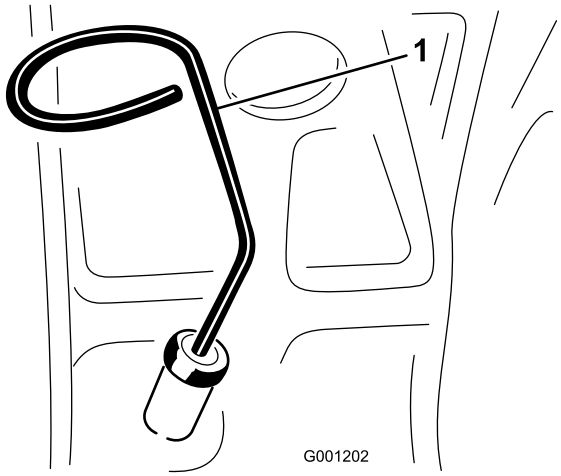

Figur 22
2. Ta ut peilestaven (Figur 22), tørk den ren og sett den tilbake på plass. Ta ut peilestaven, og kontroller oljenivået. Oljenivået skal gå opp til Full-merket på peilestaven.